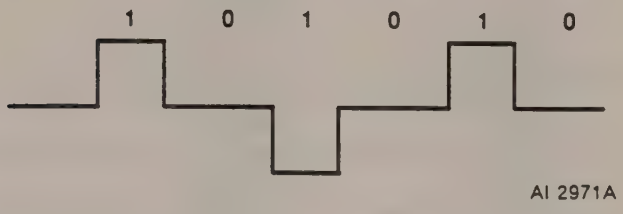

Figure 3.82. Data Pattern A, 1010
3. Type **PATTERN 1010<CR>**. These entries will produce data pattern A, see Figure 3.82.